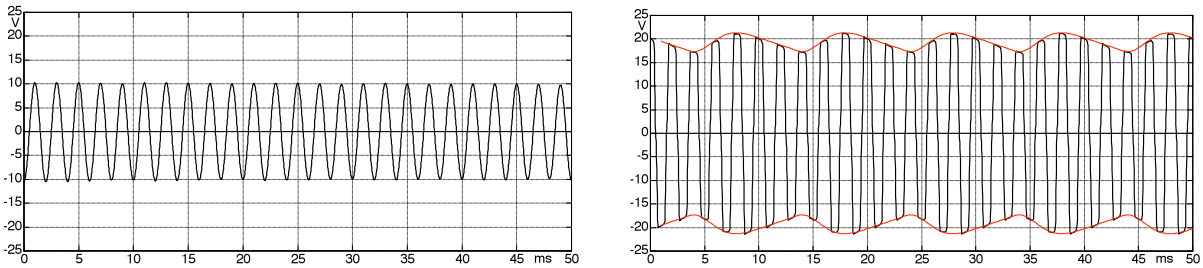
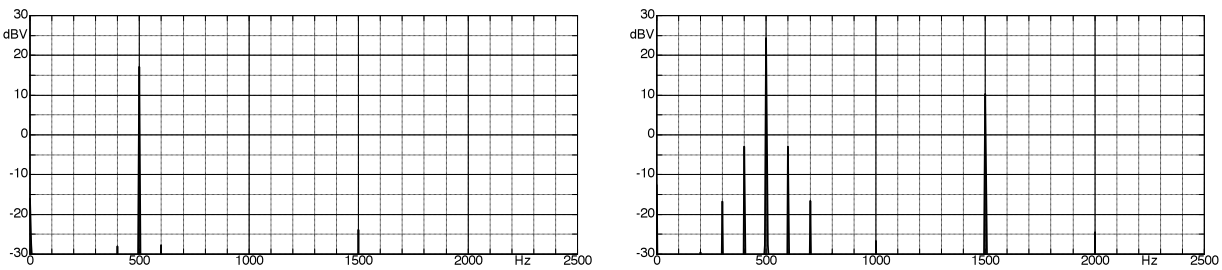

Fig. 10.5.48: Voltage at the 8-Ω-output for an 8-Ω-load. Drive level: half (left), overdriven (right).
Abb. 10.5.49: Level-spectra related to Fig. 10.5.48.
Abb. 10.5.48 depicts the time-function of the output voltage, with the 8-Ω-output loaded with a purely ohmic 8-Ω-load. As long as the output voltage is not limited, any fluctuations in the supply voltage represent a (superimposed) common-mode interference that is largely suppressed by the output transformer – the output voltage of the transformer remains un-modulated (left hand section of the figure). In overdrive-operation, however, an asymmetric limiting appears: the maximum plate-current depends on the supply voltage while the minimum plate-current does not (it is practically zero). As a result, an envelope depending on double the mains-frequency is generated – it may be seen, as a first approximation, as a 100-Hz-amplitude-modulation (AM). It is not that a 100-Hz-tone is superimposed onto the input signal; rather, the latter is changed (modulated) in its amplitude. The **envelope** over time (which does not actually exist but is an imaginary auxiliary line) is shown dashed in the right-hand section of the figure.
Spectrally seen, this 100-Hz-modulation does not make itself felt as a line at 100 Hz. Rather, modulation-lines *next to* the signal-lines result. As a model, the AM can be illustrated as the multiplication 'signal x envelope', corresponding to a convolution in the frequency domain. Since the envelope is not of an exact sine-shape (Chapter 10.7), we not only get a single pair of additional lines (±100 Hz), but several pairs. The level-spectra related to Fig. 10.5.48 are shown in **Fig.10.5.49**: in the left-hand picture, the modulation lines (lateral lines) have a level of 45 dB below the carrier – the (3rd-order) distortion (at 1.5 kHz) is 1%. For the overdrive operation chosen in the right-hand section of the picture, the 3rd-order distortion amounts to 20% with the level-distance between the modulation lines having decreased to 27 dB.